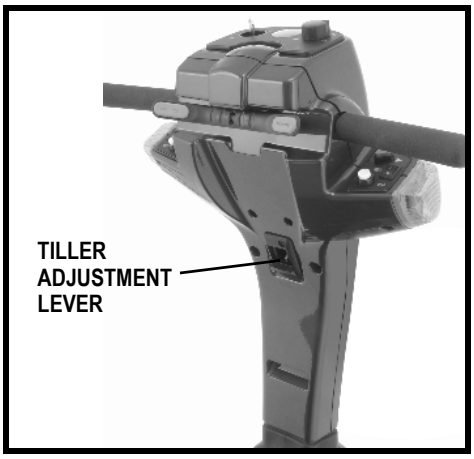

Figure 10. Tiller Adjustment Lever
1. Lift the tiller adjustment lever. **See figure 10.**